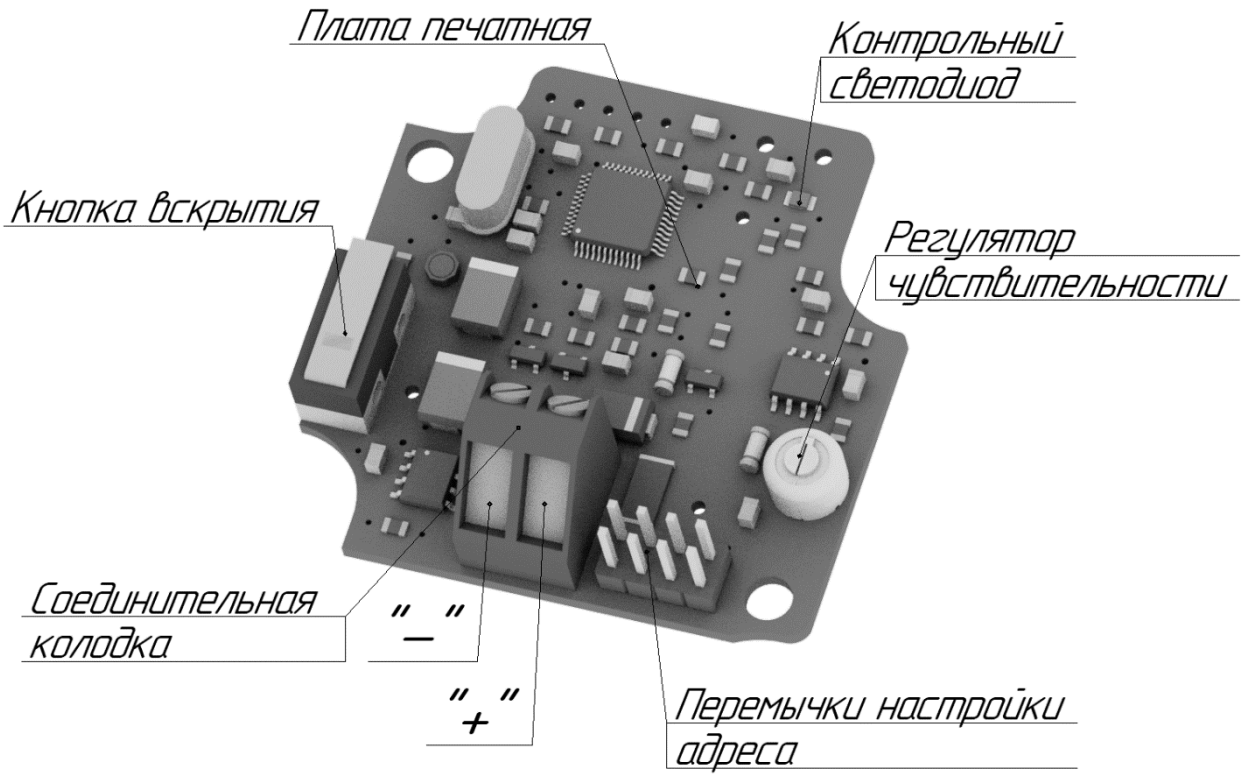

Рисунок 1.4 – Конструкция платы датчика
1.4.3.2 На печатной плате размещены (см. рисунок 1.4): пьезокерамический преобразователь, соединительная колодка, регулятор чувствительности, кнопка вскрытия, перемычки настройки адреса, контрольный светодиод и другие элементы электрической схемы датчика.